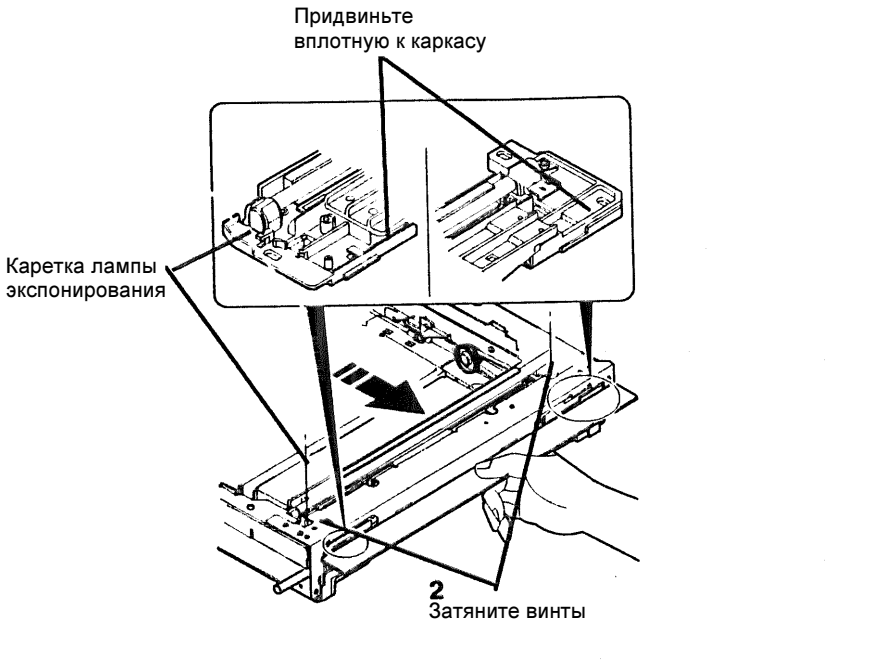

Рисунок 7. Регулировка положения каретки половинного хода
7. (Рисунок 7): Подведя каретку половинного хода к позиционирующим язычкам, придвиньте каретку лампы экспонирования к раме и затяните стопорные винты.